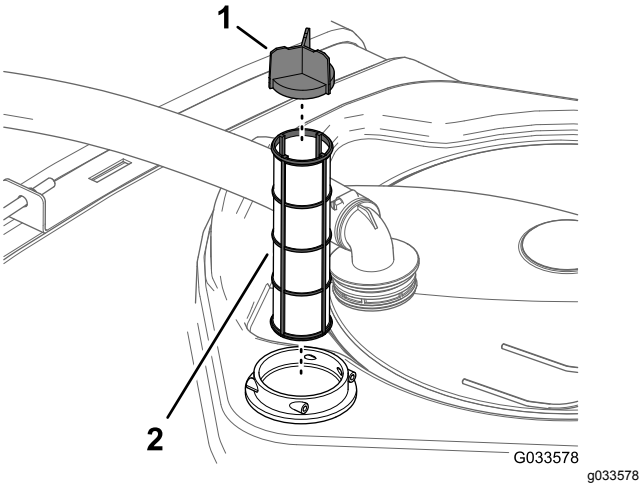

Figur 29
4. Træk sugefilteret ud af filterhuset i tanken (Figur 29).